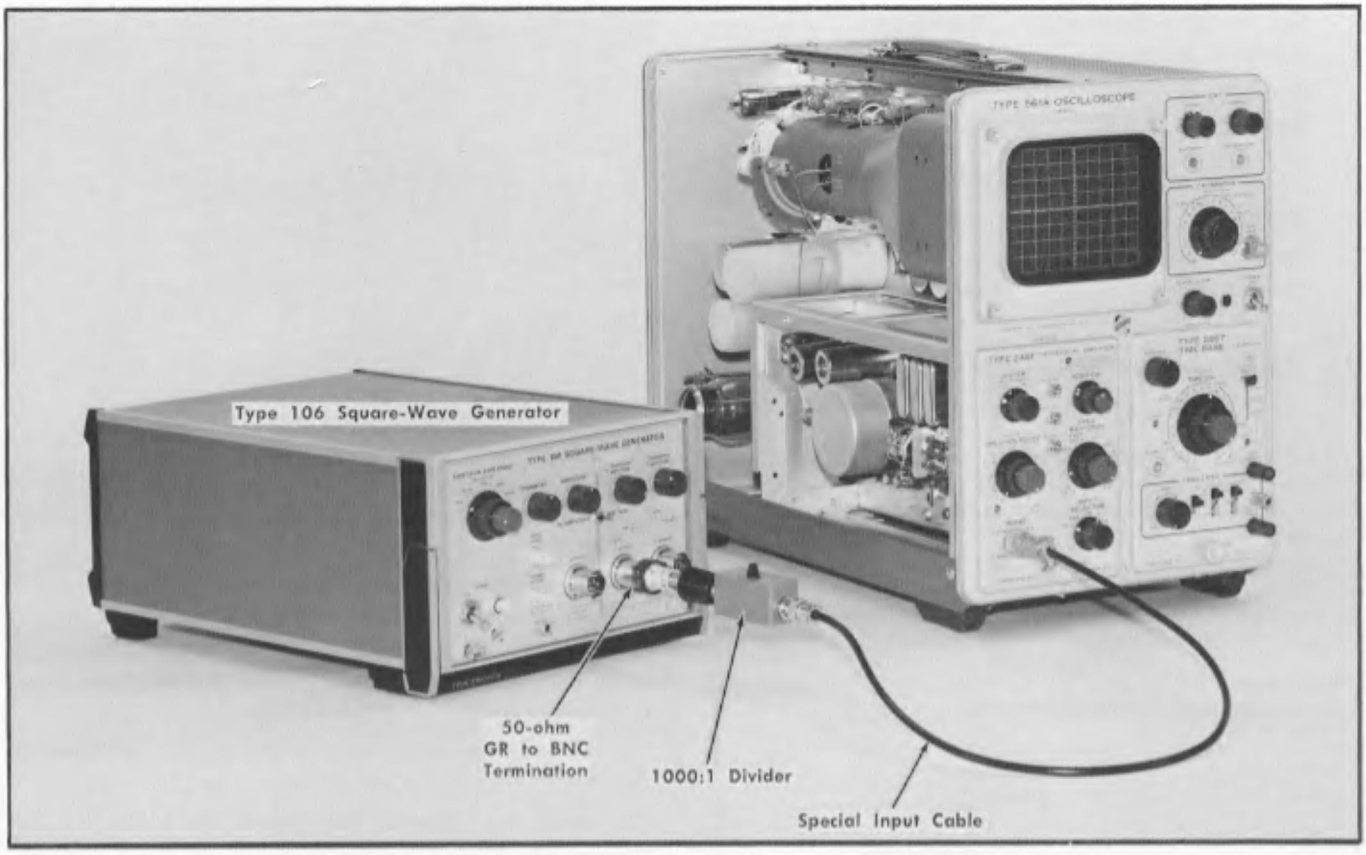

Fig. 6-28. Test equipment setup for alternate method of checking Low Frequency Limited Response.
a. Test equipment setup is shown in Fig. 6-28.